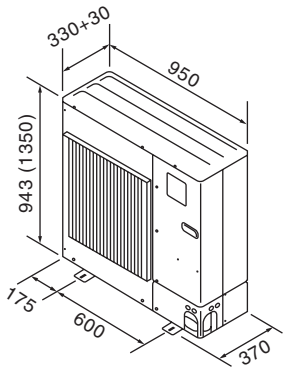

Fig. 2-2
2.3. Dış ölçüler (Dış ünite) (Fig. 2-2)